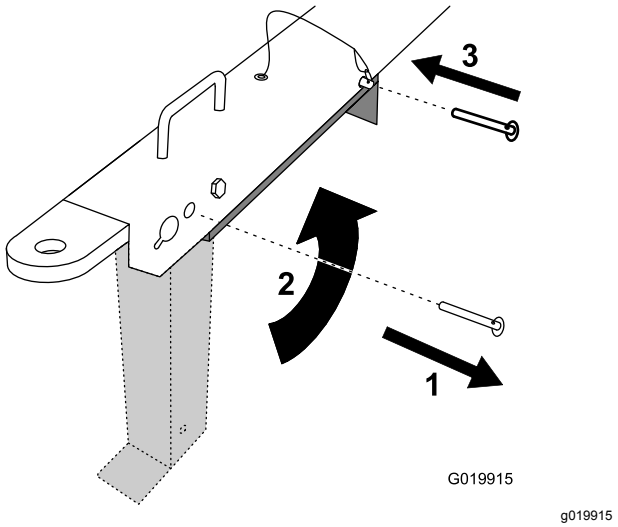

Figura 20
7. Retire el pasador de horquilla de la pata estabilizadora delantera y de la barra de tracción (Figura 20).
8. Gire la pata estabilizadora delantera hacia arriba e introdúzcala en la barra de tracción (Figura 20).
9. Introduzca el pasador de horquilla por el taladro trasero de la barra de tracción y la pata estabilizadora delantera (Figura 20).